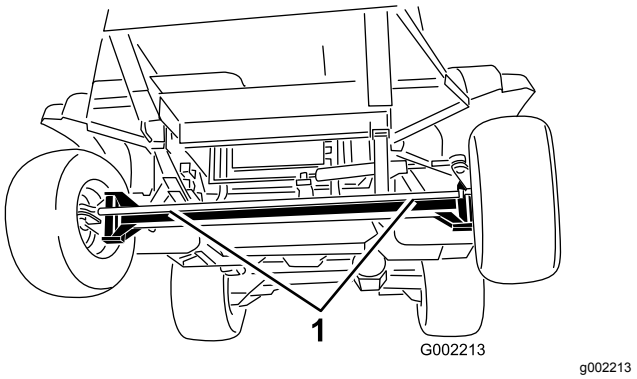

Figur 53
2. Fastgør et slæbetov på stellet. Se forreste og bageste trækpunkter i Figur 53 og Figur 54.